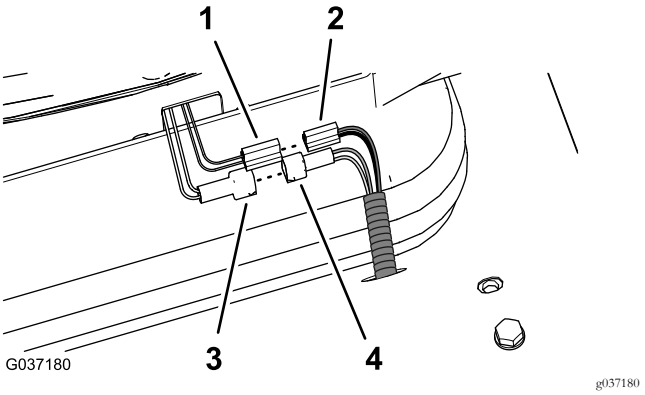
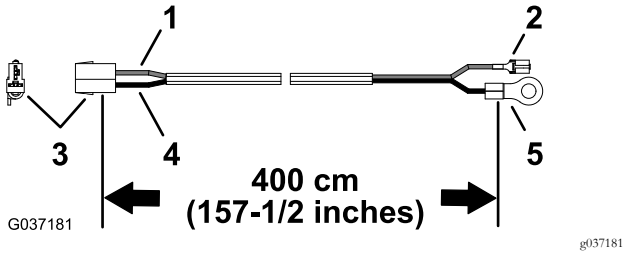

Figur 30
Figur 31
2. Anslut kontakten för sätesomkopplaren (gula och grå kablar) till kontakten på maskinkablaget (Figur 30).
3. Leta reda på kablaget på 400 cm (med en ringkoppling) enligt Figur 31.
5. Anslut luftfjädringssätets kontakt med två blad till kontakten med två uttag (svarta och röda kablar) för satskablaget på 400 cm (Figur 30 och Figur 31).